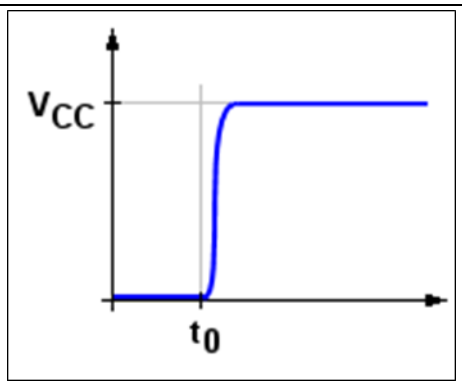

Figure 7 Signal rise after closing the switch at point (A)
By closing the switch SW at time t_0, as shown in **Figure 7**, the voltage can be measured at point (A).